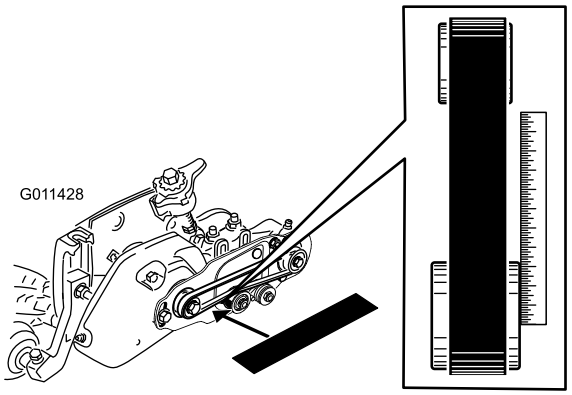

Figure 33
- Posez une règle le long de la face extérieure de la poulie **d'entraînement** (Figure 33).